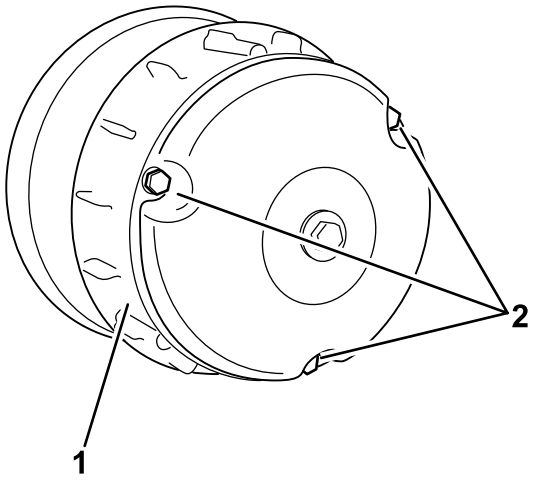

**Figur 63**
2. Fjern de tre skruene som fester dekselet til clutchen og fjern dekselet (Figur 63).
4. Sett på clutchdekselet og fest det med de tre skruene (Figur 63) som du fjernet i (2).